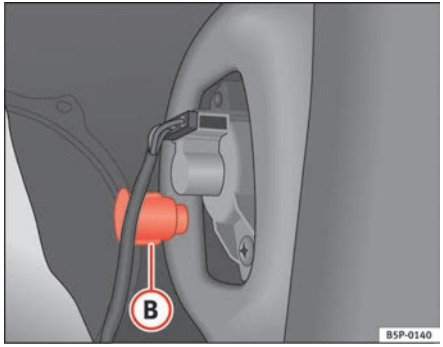

Fig. 191 Side lights and brake lights
– Unscrew the plastic fitting ⇒ fig. 191 (B) securing the rear light. Inserting a screwdriver under the plastic fitting may help to loosen it.